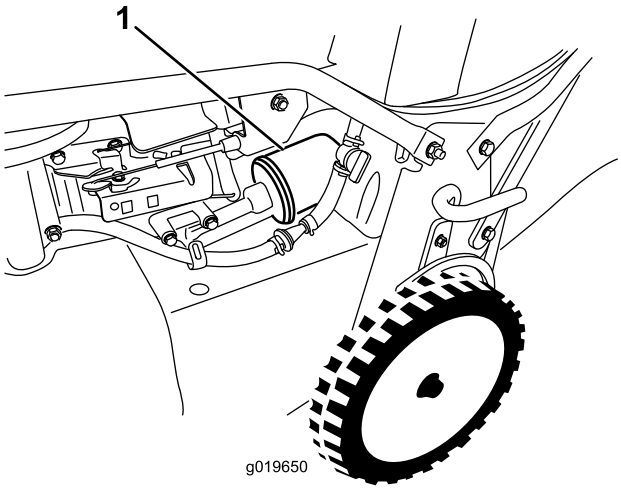

Figura 30
6. Togliete il filtro dell'olio (Figura 30).